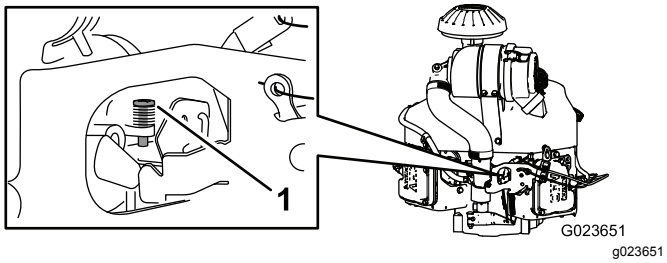

Figur 67
4. Justera förgasarens stoppskruv (Figur 67) så att tomgången är 1 350−1 550 varv/min.